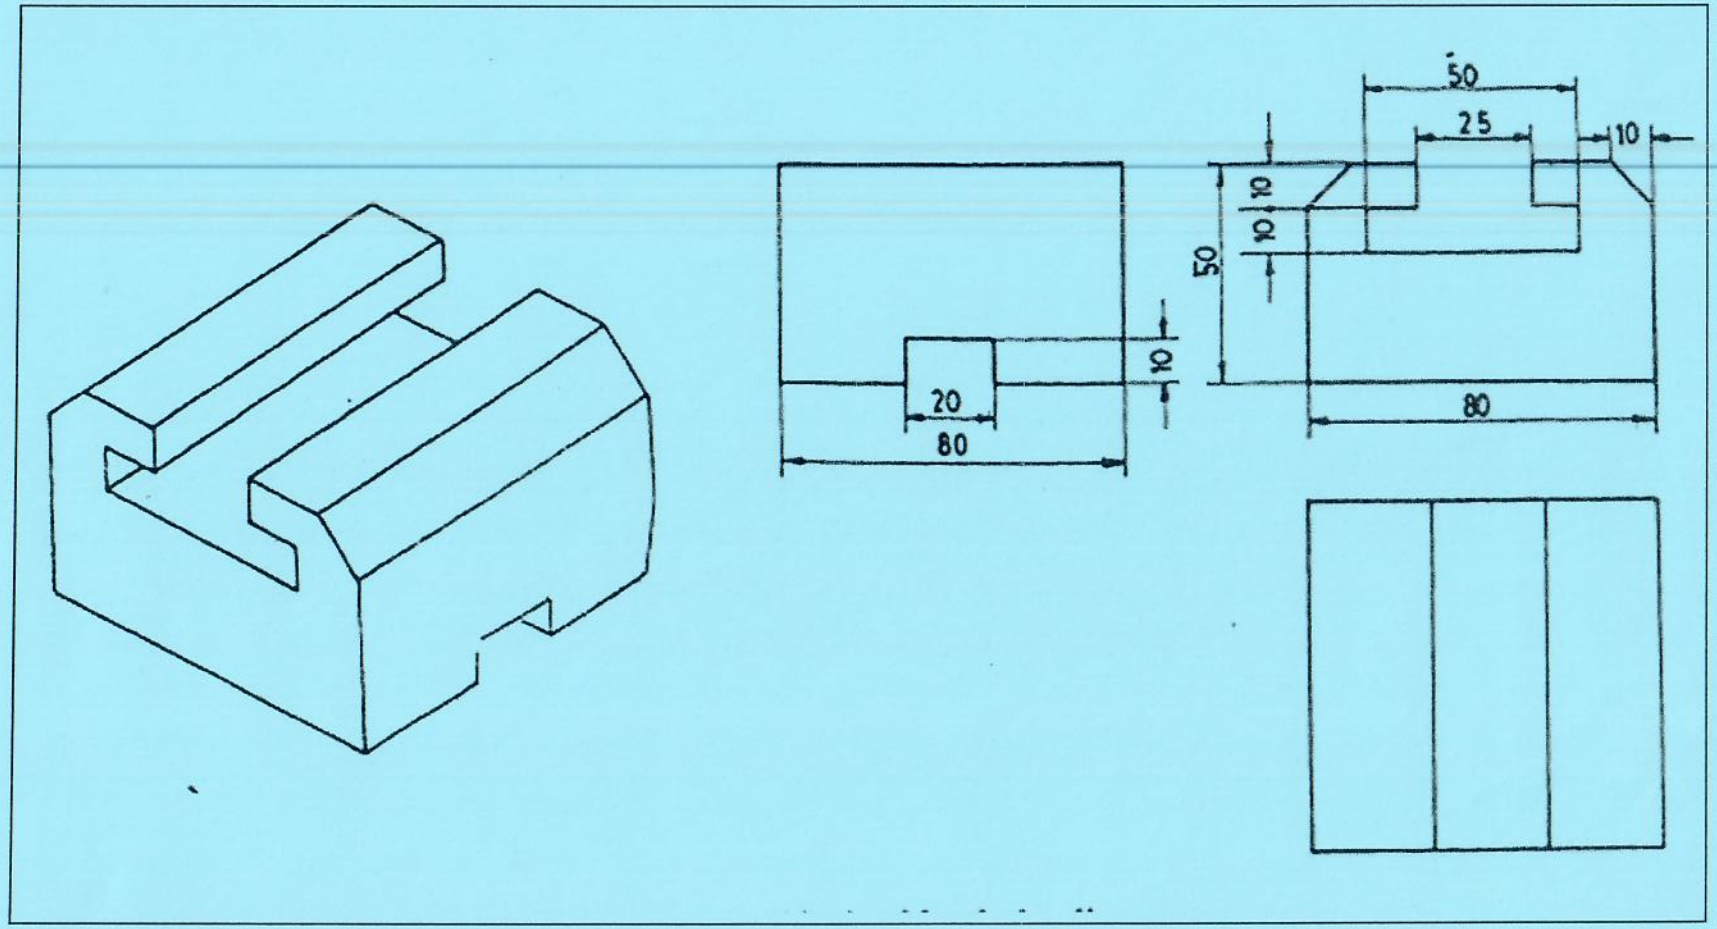

Figure 4 Isometric with missing information in orthographic projection
b) Figure 4 show an orthographic projection of a solid. Fill in the missing views and any missing lines [10 marks]